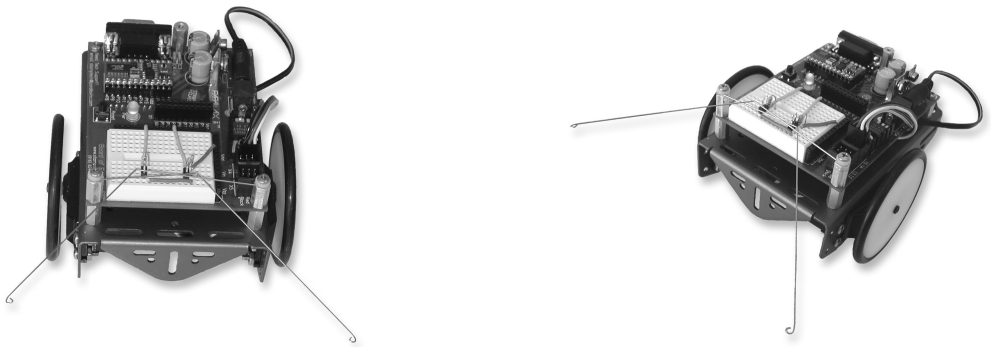
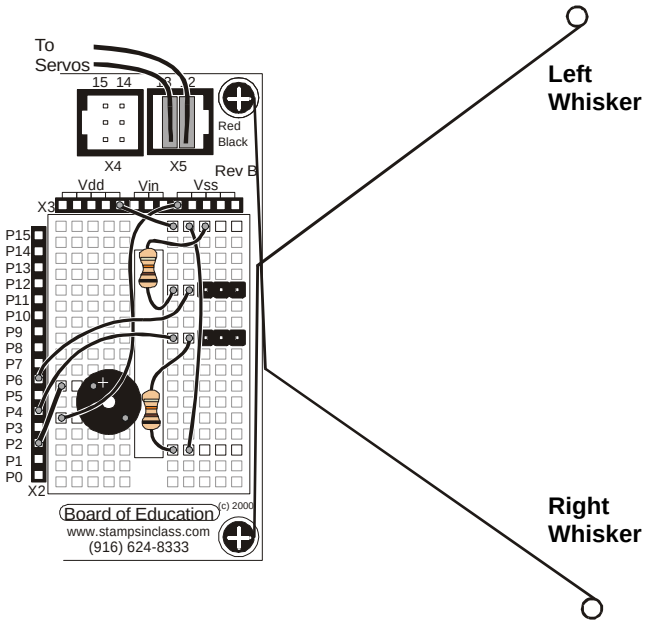

Figure 3.2: Pictures of Boe-Bot with Whiskers
Figure 3.3: Whiskers wiring diagram.
Your #1 point Phillips screwdriver and quarter-inch combination wrench will come in handy here. Before getting started on whisker construction, take a close look at Figure 3.2. Use these pictures as a guide while constructing the mechanical part of the Whiskers kit. Figure 3.3 shows the whiskers wiring diagram. Follow it for making the necessary electrical connections.
- Screw each screw into a standoff sandwiching the loop of the whisker between the screw head and the nylon washer. Make sure the whiskers are oriented as shown in Figure 3.2 and 3.3.
- Check Figure 3.3 so you know which whisker is the "left whisker" and which whisker is the "right whisker".